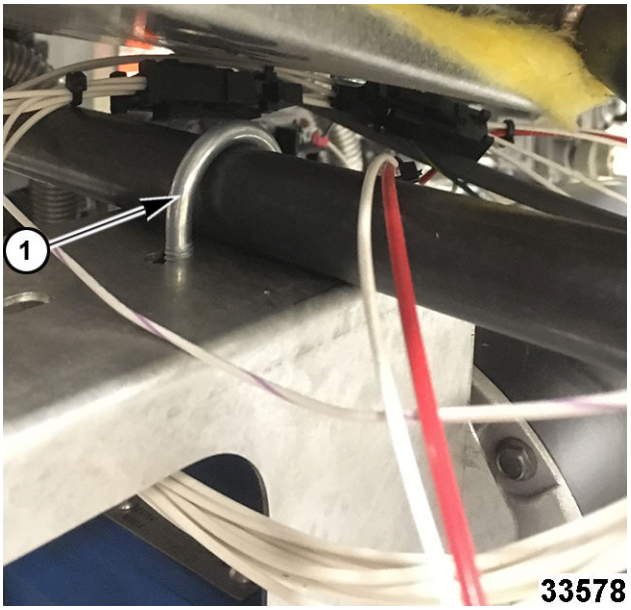
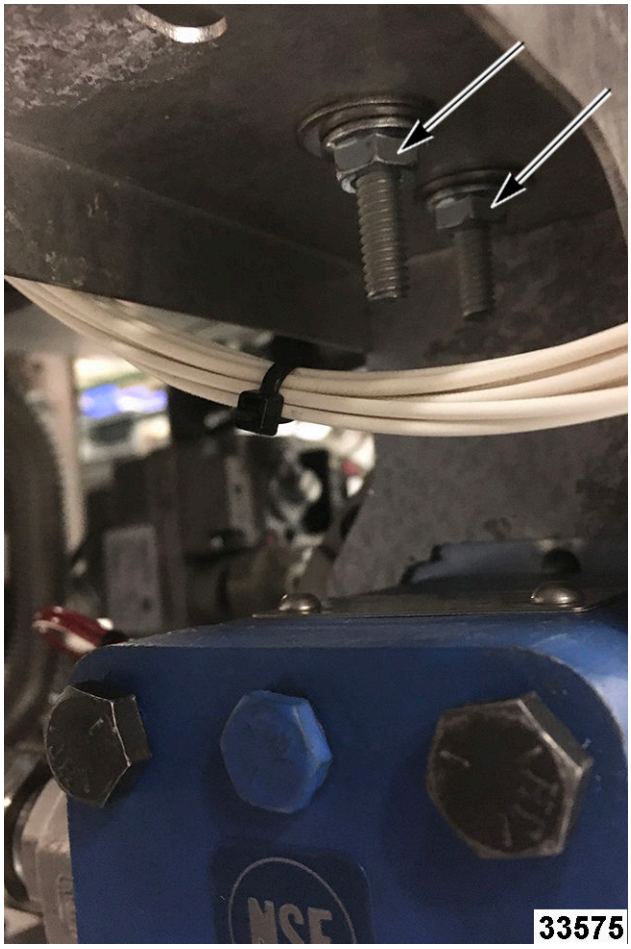

Fig. 49
Fig. 50
3. Remove U-bolt (1, Fig. 49) nuts (Fig. 50).